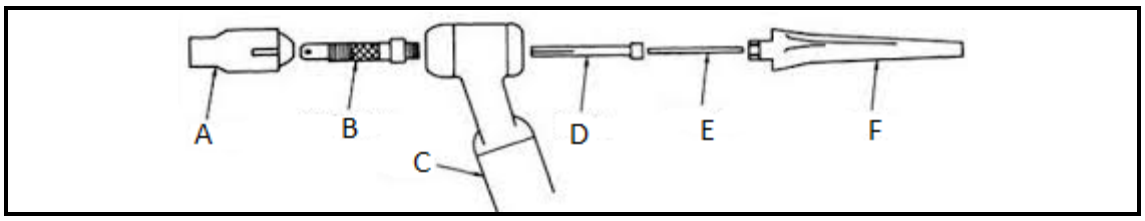

FIGUUR 4
8.2 FIGUUR 4 toon 'n sweispyp wat vir gas wolfram sweiswerk gebruik word.